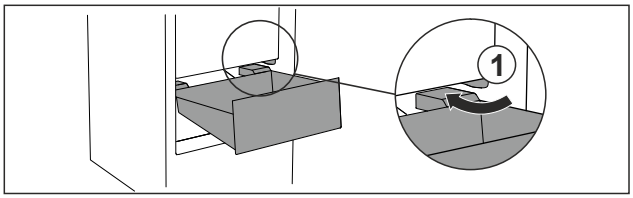

Fig. 94
▶ Predal speljite poševno okrog zaustavljalnikov *Fig. 94 (1)*.